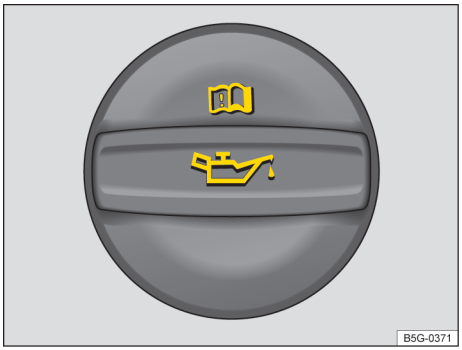

Fig. 198 Dans le compartiment-moteur : bouchon de l'orifice de remplissage d'huile-moteur (schéma de principe)
4. Identifiez l'orifice de remplissage d'huile-moteur et la jauge d'huile. L'orifice de remplissage d'huile-moteur est reconnaissable au symbole → fig. 198 figurant sur le bouchon et la jauge d'huile à sa poignée colorée. En cas de doute sur l'emplacement du bouchon et de la jauge d'huile, rendez-vous dans un atelier spécialisé agréé.
9. Dévissez le bouchon de l'orifice de remplissage d'huile-moteur → fig. 198.